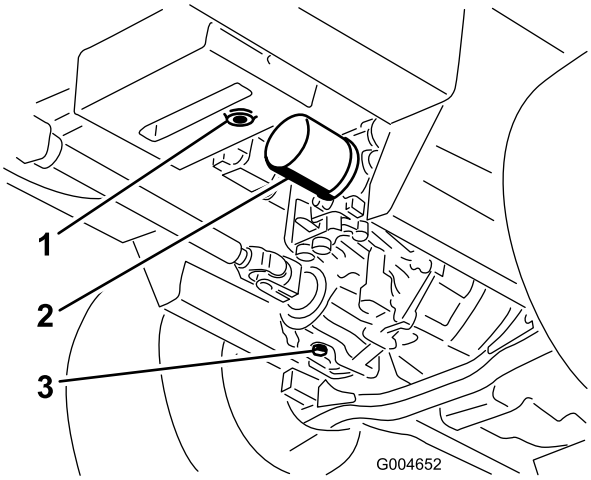

**Figur 64**
3. Ställ ett stort kärl under hydraultanken och transmissionslådan, lossa pluggarna och tappa ur all hydraulolja (Figur 64).
4. Rengör området runt hydrauloljefiltret och ta loss filtret (Figur 64).